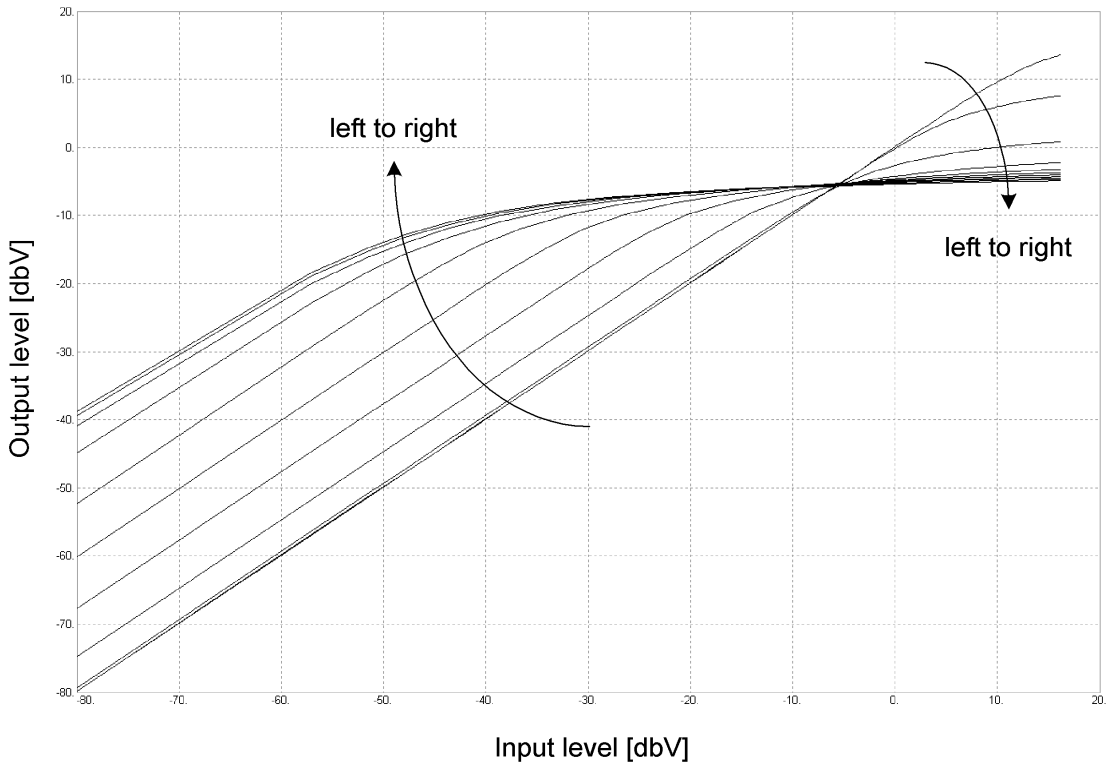

Fig. 8.2.1 [compression]-knob
Fig. 8.2.1 shows what happens when the **[compression]-knob (3)** is turned clockwise.